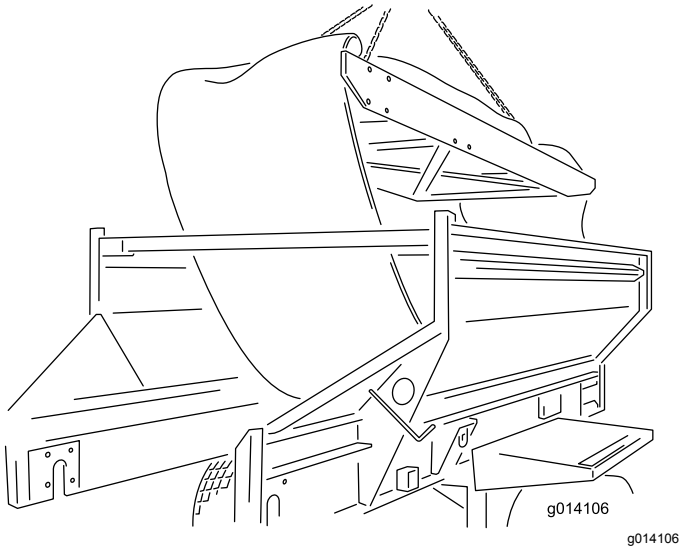

Rysunek 61
24. Zdejmij wkład, podnosząc go od górnej maszyny. Umieść go na ziemi (Rysunek 61).